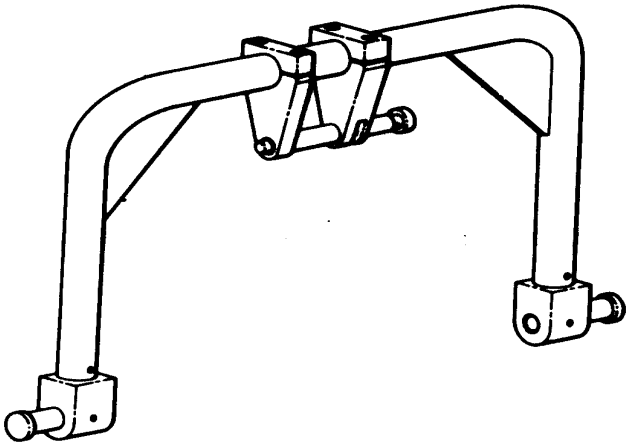

Figure 5. 6796870 Diffuser Mounting Adapter
(1) For top mounting. Attach 6796870 (figure 5) to diffuser top bracket.